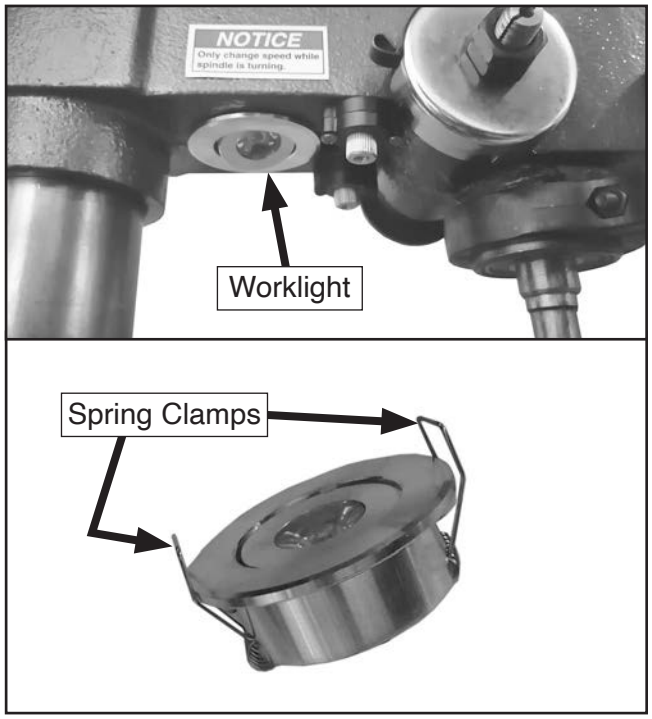

**Figure 51.** Worklight position and clamps.
**2.** Grip and pull worklight down through headstock hole to reveal spring clamps (see **Figure 51**). Quarter-turn the worklight to release clamps and worklight.